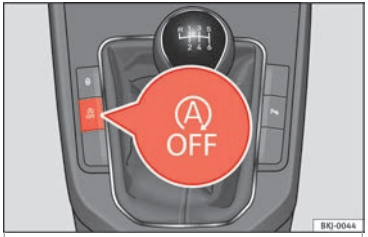

Fig. 184 Centre console: Start-Stop system button.
- To manually switch on/off the Start-Stop system, press the button ››› **Fig. 184**.